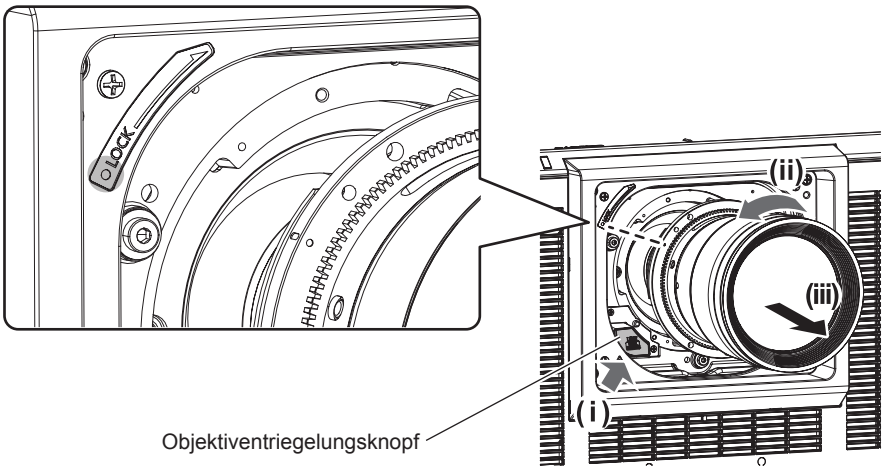

Abb. 1
2) Entfernen Sie das Projektionsobjektiv, indem Sie es gegen den Uhrzeigersinn drehen, während Sie die Objektiventriegelungstaste drücken. (Abb. 1)